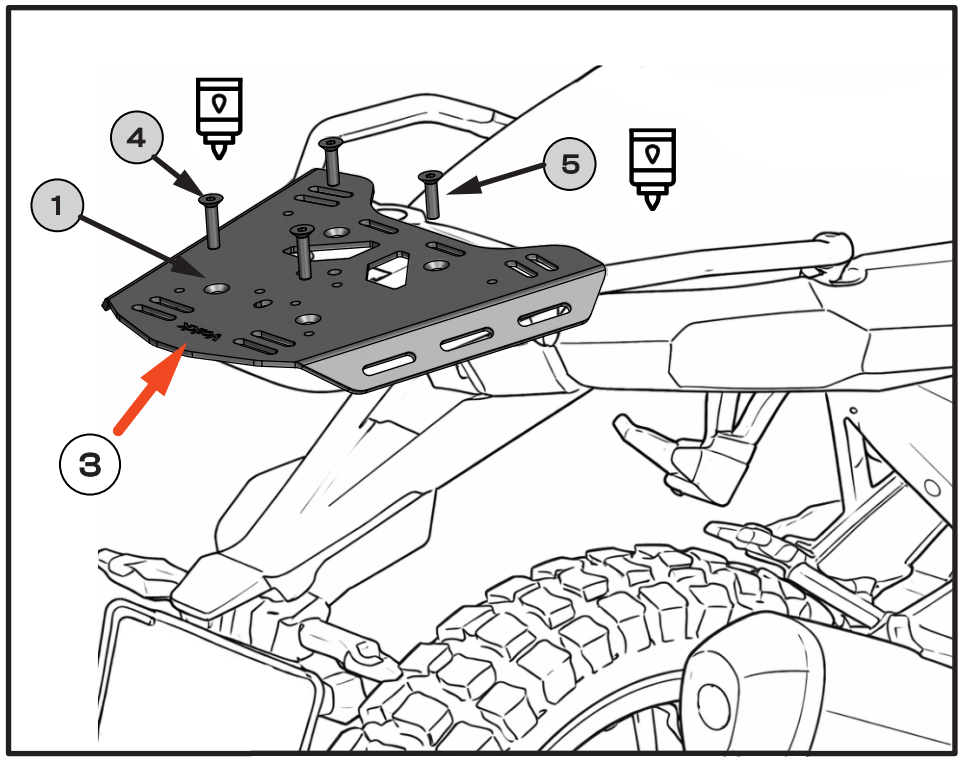

Fig. 3
3. Fasten Luggage rack plate **[1]** using bolts [4] and **[5].** Apply a medium-strength threadlocker and tighten to the specified torque. **[Fig. 3]**